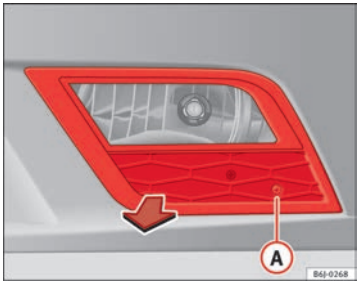

Fig. 158 Fog light
– Remove the bolt ⇒ Fig. 158 (A) from the fog light grille with a screwdriver.